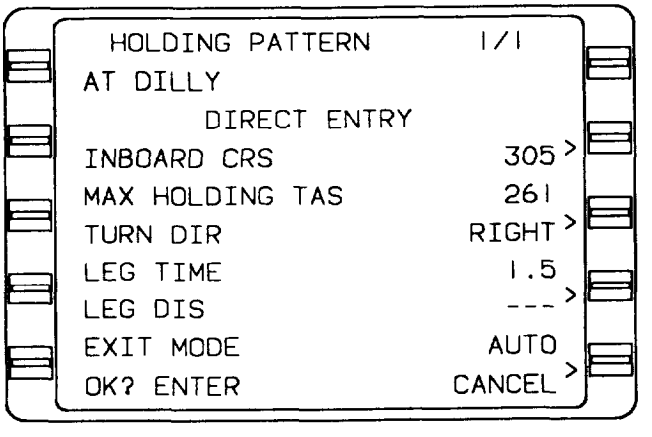

Figure 3-51. Holding Pattern 1/1 Page
(2) POSITION FIX page (fig. 3-51).